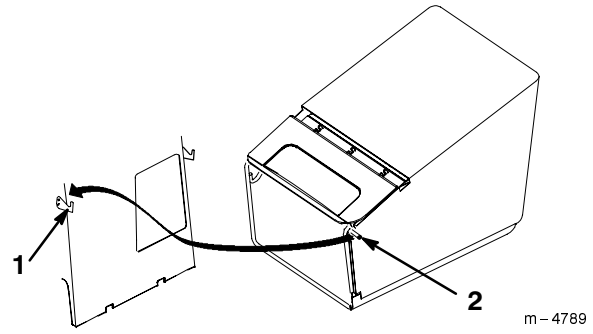

Figur 15
5. Hæng græsposens rammetapper over på skjoldets kroge som vist i Figur 15.
4. Løft græsposerammens tapper af skjoldets kroge og ud af åbningen som vist i Figur 15.